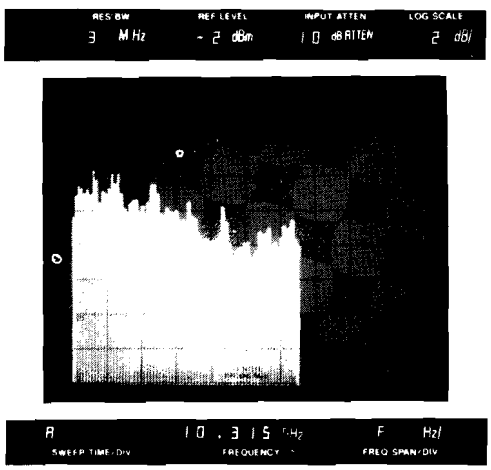

Figure 4-18. Typical Frequency Response, 10.5 to 18 GHz
t. Set spectrum analyzer PERSIST control fully clockwise. Set sweep oscillator mode switch to automatic sweep and press spectrum analyzer ERASE pushbutton. STORE display after one full plot as shown in Figure 4-18. Record the greatest positive and negative deviations from center horizontal graticule line.